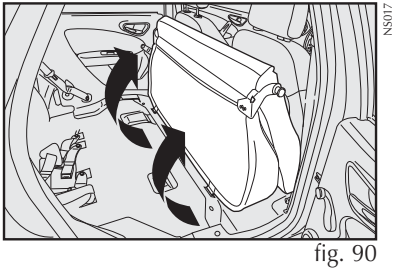

fig. 90
5) Em seguida, rebater o banco traseiro inteiro para a frente **fig. 90** de maneira a obter uma única superfície de carga. Se for necessário, deslocar um pouco os bancos dianteiros para frente.